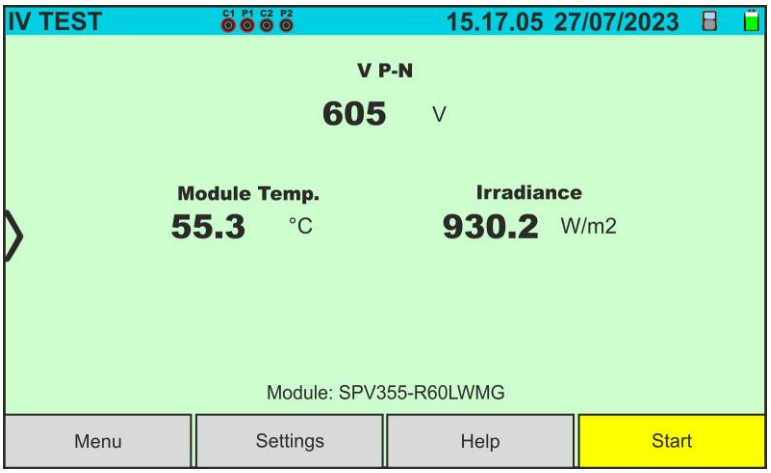

Fig. 34: Initial I-V curve measurement screen on Monofacial modules
4. In the case of **Monofacial** modules, the Fig. 34 screen is present on the display. The following parameters are shown: